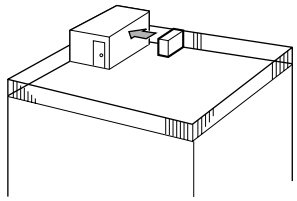

Fig. 2-3
① Richten Sie die Luftaustrittsöffnung mit einem Abstand von etwa 50 cm. auf die nächstgelegene Wand aus. (Fig. 2-3)